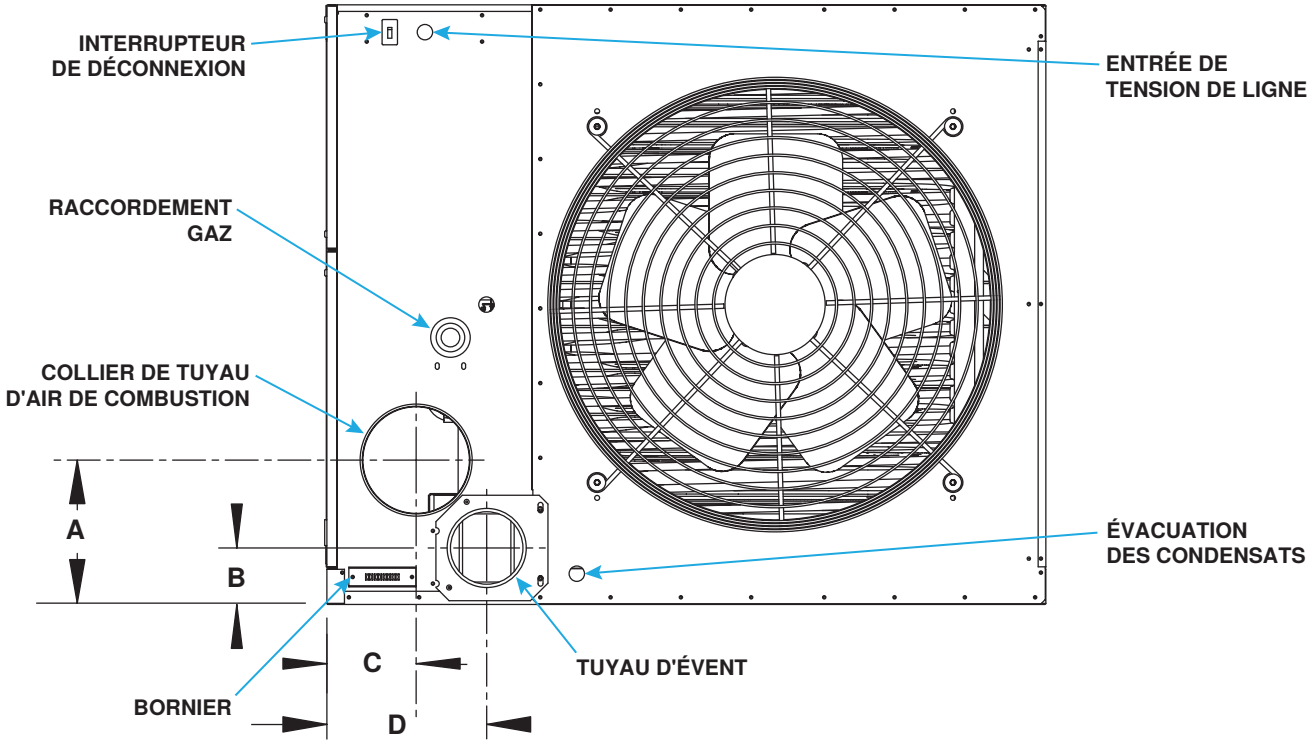

**Figure 5. Connexions à l'arrière de l'unité—tailles d'unité 130–310 (reportez-vous au Tableau 10)**
- Sortie de l'aérateur et entrée d'air de combustion : situées à l'arrière de l'appareil de chauffage (voir **Figure 5**).
| Dimension (voir Figure 5) ou connexion | Taille de l'unité (MBTUh) | |